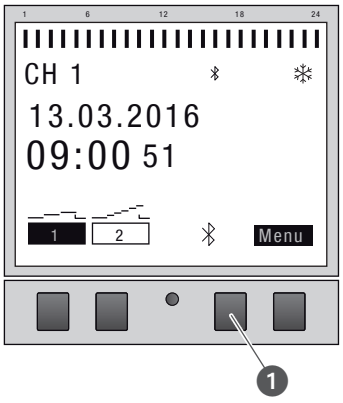

Abb. 20: Bluetooth-Verbindung an der Verteilerschaltuhr aufbauen
1. Die Bluetooth-Taste (Abb. 20/❶) an der Verteilerschaltuhr drücken.